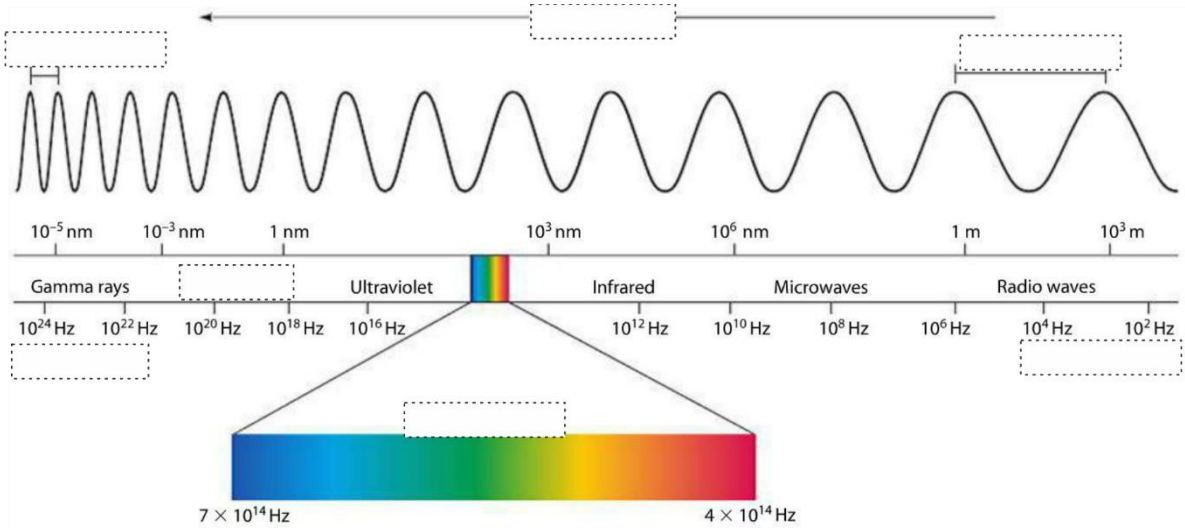

Figure 3 – diagram to complete. [9]
1. **What is the Scientific name for Figure 3?**
2. **In one sentence, describe what Figure 3 represents.**
3. **Fill in the gaps in Figure 3**
5. **How does the behaviour of different radiation in Figure 3 make them suitable for a range of uses?**